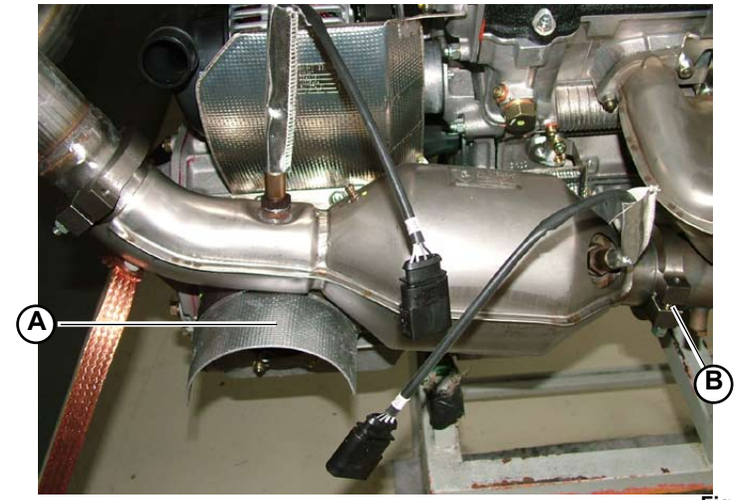

Fig.1
1. Disassemble the heat-proof panel (**A-Fig.1**) under the right catalytic converter.
2. Free the catalytic converter from the rest of the engine unit by removing the clamps (**B-Fig.1/2**).